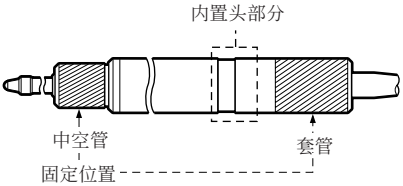

图 1. 安装固定位置
- 安装长度测量元件时，请务必夹住中空管。其它部分也必须夹住时，请避开名牌标签部 (内置头部分) 及其附近。(图 1)